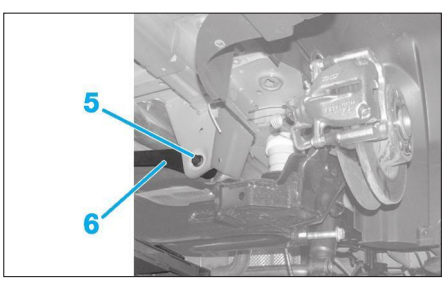

**Fig. 32**
• Déposer la vis (5) **(Fig.32)**.